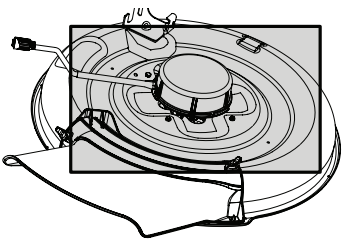

Figure 14
- Nettoyez la partie supérieure du plateau de coupe (Figure 14).